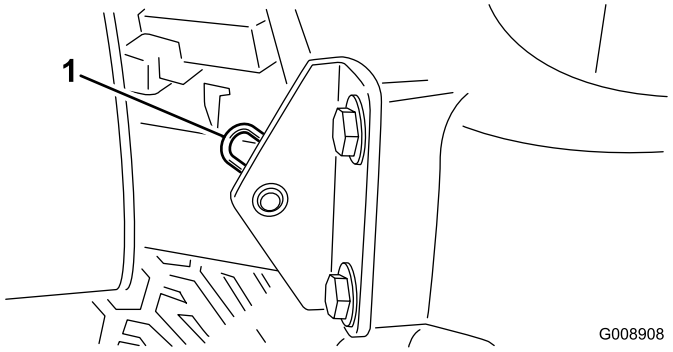

Figur 29
2. Fjern låseclipsen, der fastgør motorhjelmens drejetap til monteringskonsollerne (Figur 29).
Bemærk: For at kunne smøre de indfalsede nipler på rullerne (Figur 29) skal der monteres en adapter på fedtpistolens dyse. Bestil Toro-delnr. 107-1998 hos din autoriserede Toro-forhandler.